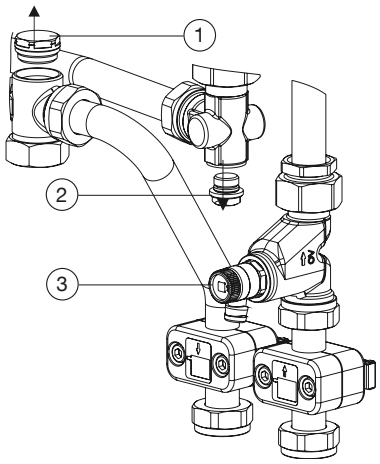

Fig. 6: Démontage des bouchons Regudis W-HTO
3. Dévisser (clé de 22) le bouchon du distributeur (voir Fig. 6).
4. Dévisser (clé de 12) le bouchon d'obturation du corps (voir Fig. 6).